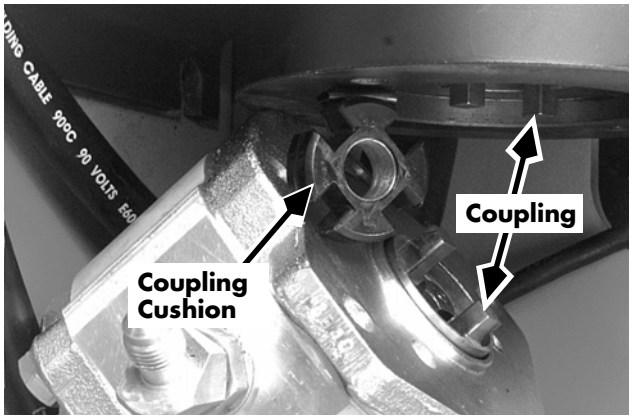

Figure 7-181: Auxiliary Pump with Coupling
6. Remove the auxiliary pump mounting bolts and remove the pump from the auxiliary motor. Remove the rubber coupling cushion. See Figure 7-181 on page 7-203.